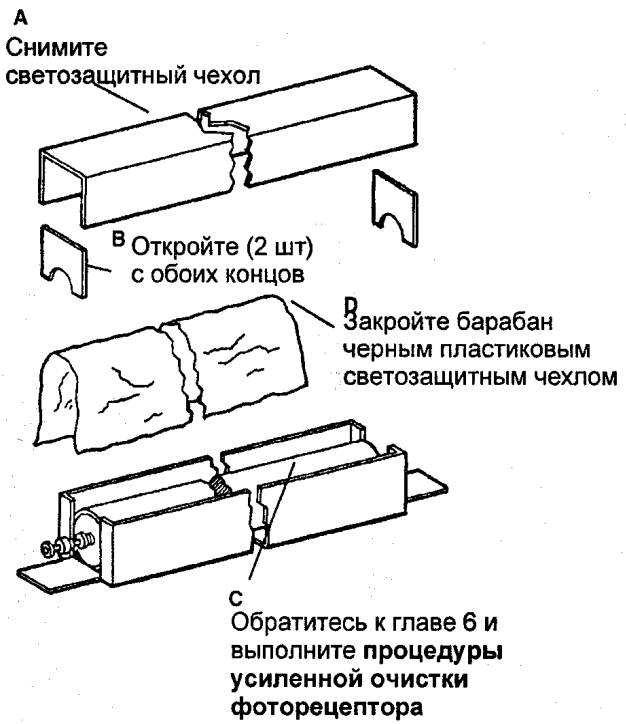

Рис. 3 Подготовка барабана к установке
2. (РИС. 3): ПОДГОТОВЬТЕ БАРАБАН К УСТАНОВКЕ